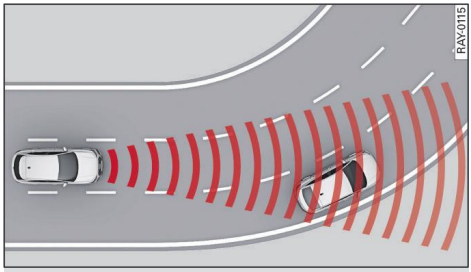

Fig. 106 Example: Driving into a bend
- When driving into a bend ⇨ *Fig. 106* and driving out of a bend, the system may react to a vehicle travelling in the next lane and therefore brake the vehicle. You can override this by accelerating briefly.